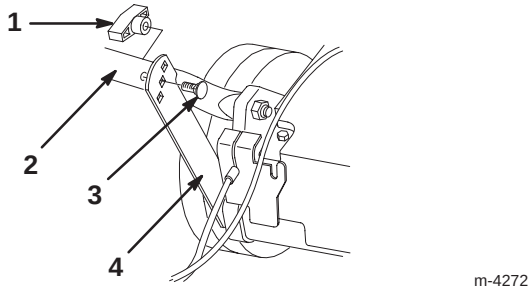

Figure 2
2. Remove the 4 handle bolts (2 bolts have a flat cap and 2 have a contoured cap to fit the handle) and knobs from the lower handle (Fig. 2).
3. Swing the lower handle back and the support brackets up, aligning the brackets with the holes in the lower handle (Fig. 2).
4. Secure the lower handle to the support brackets with the 2 flat-handle bolts and 2 knobs, using the height adjustment holes on the brackets that best fit your height (Fig. 2).